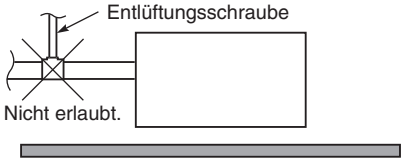

Abb. 3-10
- **Keinen Entlüftungshahn anbringen, da dies zu einem Herausspritzen von Wasser aus der Ablaufleitungsöffnung führen kann. (Abb. 3-10)**